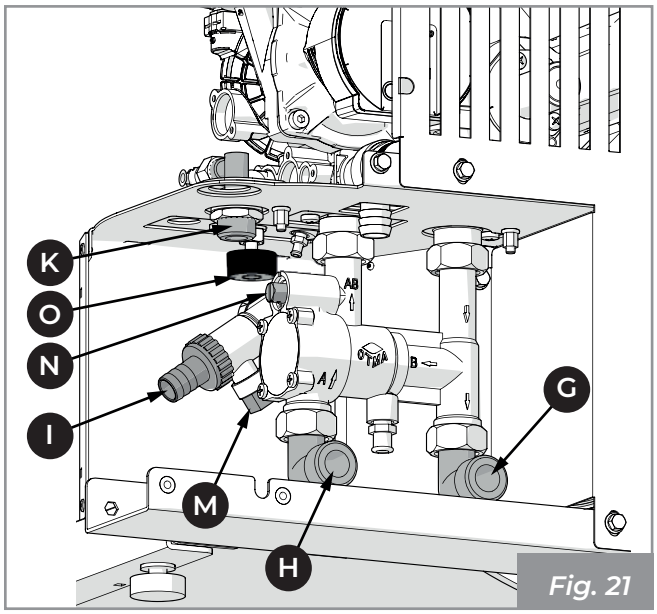
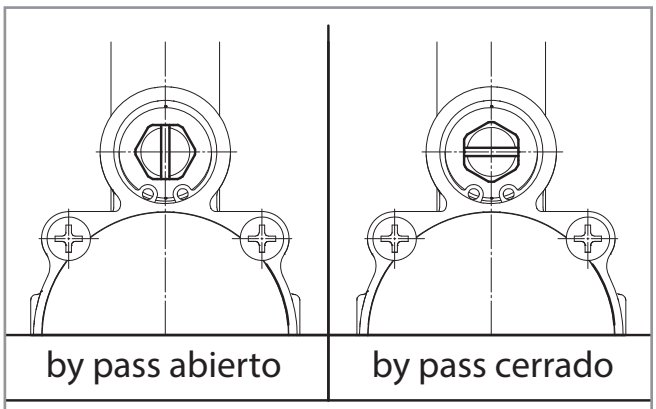

Fig. 21
Fig. 23
6.4 Modalidad de carga/reintegro fluido a la instalación de la caldera (Fig. 21 ÷ Fig. 23)
Cerrar el grifo de derivación en la válvula anticondensación (**Fig. 23**).